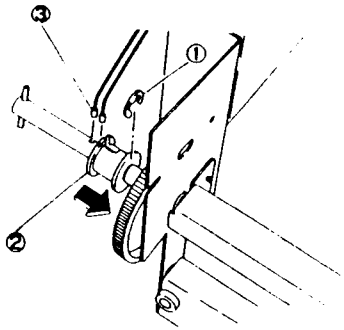

Рис. 8 NZM-0161
4. (Рис. 8): Снимите левый конец тросика.
①. Снимите E-клипсу.
②. Сдвиньте шкив тросика.
③. Снимите тросик.